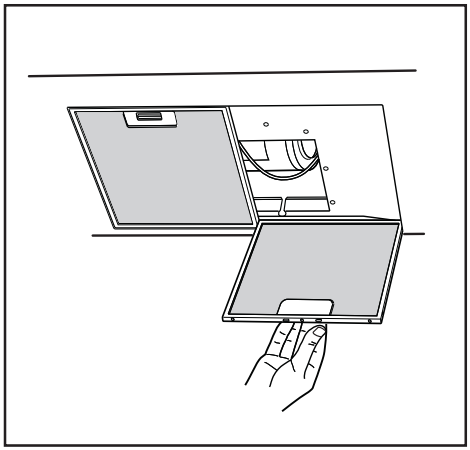

Fig.6
• Minimums distancen mellem kogeoverfladen, målt fra selve kogepladerne, og den nederste del af emhhætten, skal være mindst 65 cm.Hvis der anvendes et forbindelsesrør bestående af to eller flere dele, skal den øverste del placeres udenpå den nederste. Tilslut ikke udledningen fra emhætten med et rør, hvori der cirkulere varm luft eller som anvendes til at udlede røg fra apparater, der ikke bruger elektrisk energi. Inden man begynder monteringen fjernes filtret (Fig.6) for at gøre håndteringen af apparatet lettere.